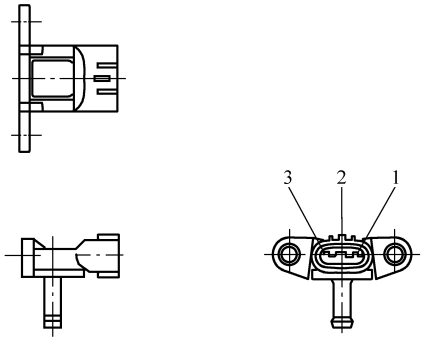
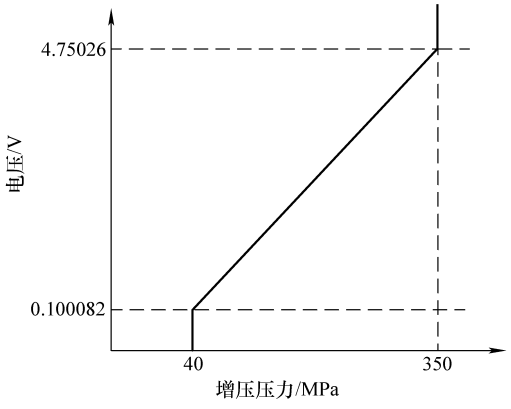

图 6-62　增压压力传感器
图 6-63　增压压力与电压之间的关系
⑨ 增压压力传感器见图 6-62；增压压力与电压之间的关系见图 6-63。
当增压压力传感器信号电压高时，ECM 检测到高增压状态，即发动机负荷高；当增压压力传感器信号电压低时，ECM 检测到低增压状态，即发动机处在低负荷状态。增压压力传感器信号输出电压随增压压力而变化，当超过极限电压时，ECM 通过 CAN 总线将设定一固定值。如果图 6-63 曲线中的 40MPa 或 350MPa 的值不改变时，ECM 判断为故障，设定故障码。